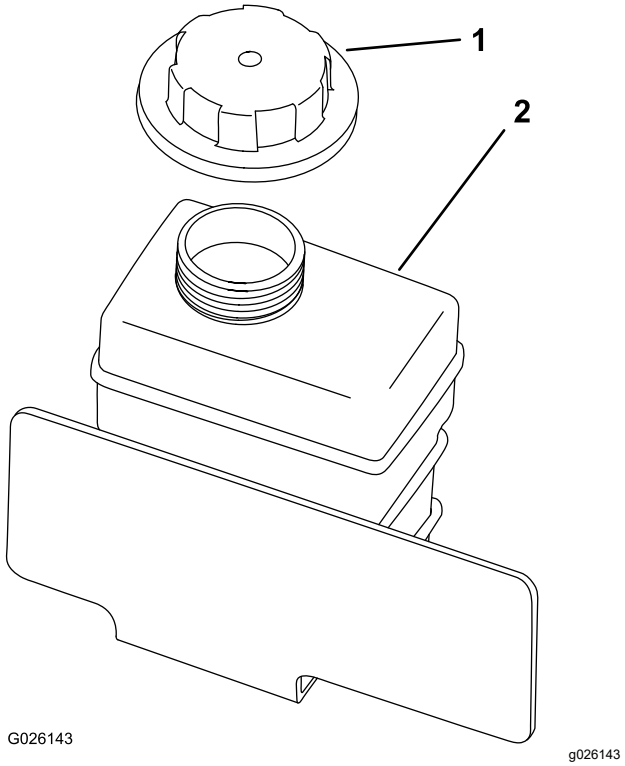

Figura 51
4. Verifique o nível de líquido de arrefecimento dentro do depósito de reserva (Figura 51).